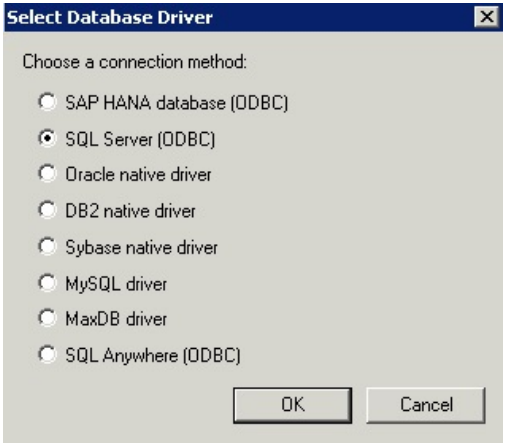

Figure 6.57 – Select Database Driver
6. Click **OK** and the Select Database Driver window appears as illustrated in Figure 6.57 on page 6-40.